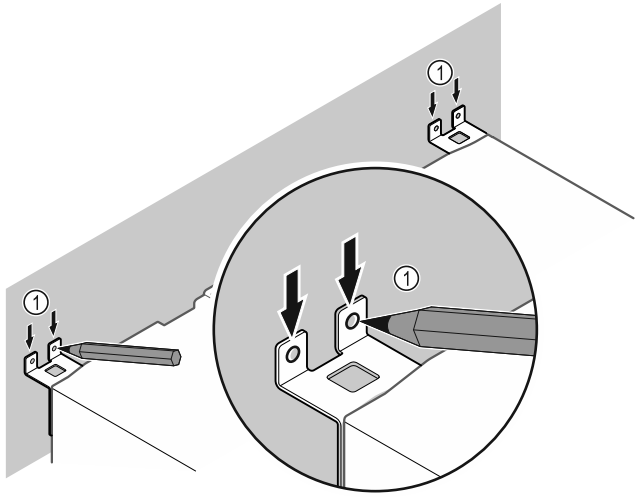

Fig. 53
▶ Puneți marcaje pe perete *Fig. 53 (1)*.